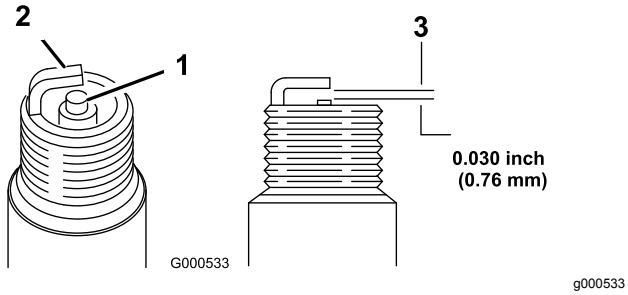

Bild 25
5. Stellen Sie den Elektrodenabstand auf 0,76 mm ein, wie in Bild 25 abgebildet.